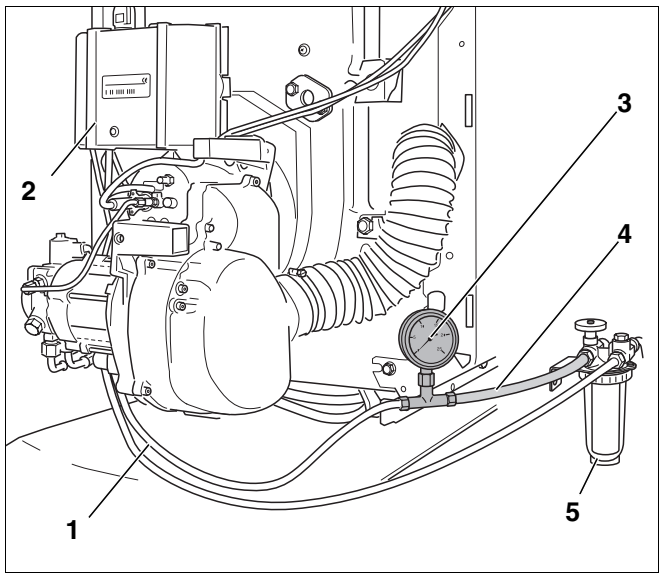

Afb. 16 Oliefilter, vacuümmeter en transparante slang
- Monteer de vacuümmeter (afb. 16, **pos. 3**) met transparante slang (afb. 16, **pos. 4**; toebehoren), zoals te zien is in afbeelding 16, tussen de oliefilter (afb. 16, **pos. 5**) en de olieaanzuigleiding (afb. 16, **pos. 1**).
- Controleer of de aangezogen olie geen luchtbellen bevat bij de transparante slang (afb. 16, **pos. 4**).